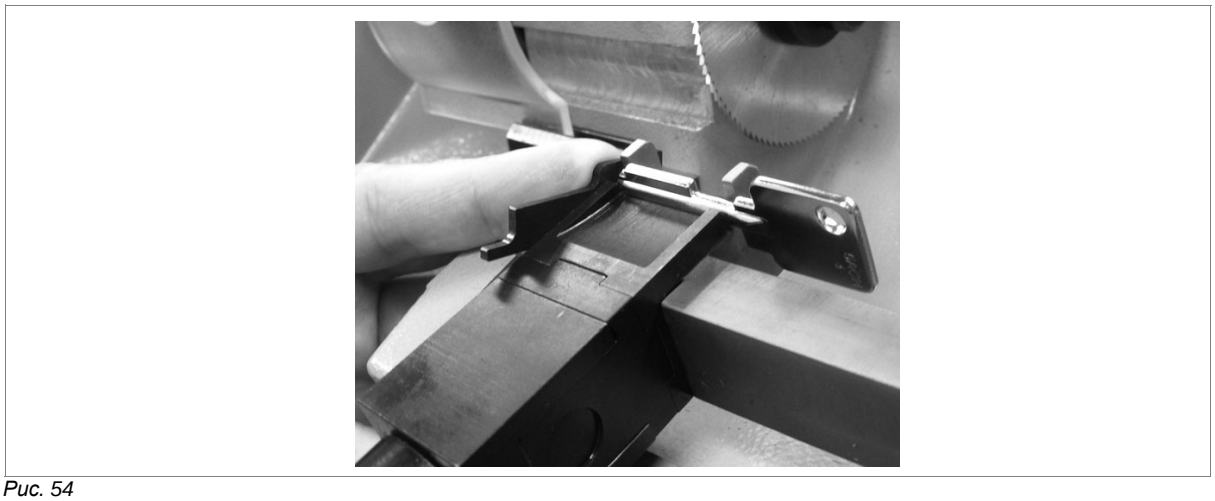

Рис. 54
- ориентиром является острие ключа, опирающееся на копир (оригинальный ключ) или на фрезу (заготовка ключа). Можно также использовать ограничительную пластину, приложив ее к внешней левой стороне зажима (рис. 54).